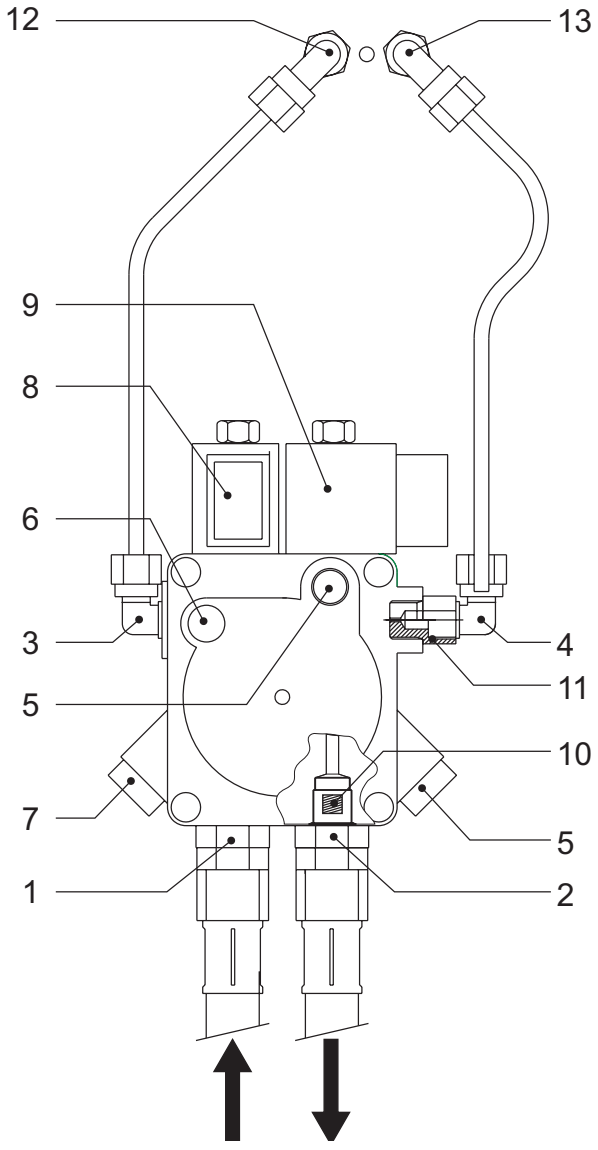

Рис. 4
Горелка поставляется с внутренним байпасом к насосу в закрытом состоянии; или же в горелке предусматривается двухтрубное подключение. Снять заглушки и подсоединить два гибких шланга к насосу на линии всасывания (1) и на обратной линии (2), как показано на Рис. 4. При этом необходимо следить за тем, чтобы шланги не оказались перекрученными, и исключить передавливание шлангов и их контакт с нагретыми деталями котла.